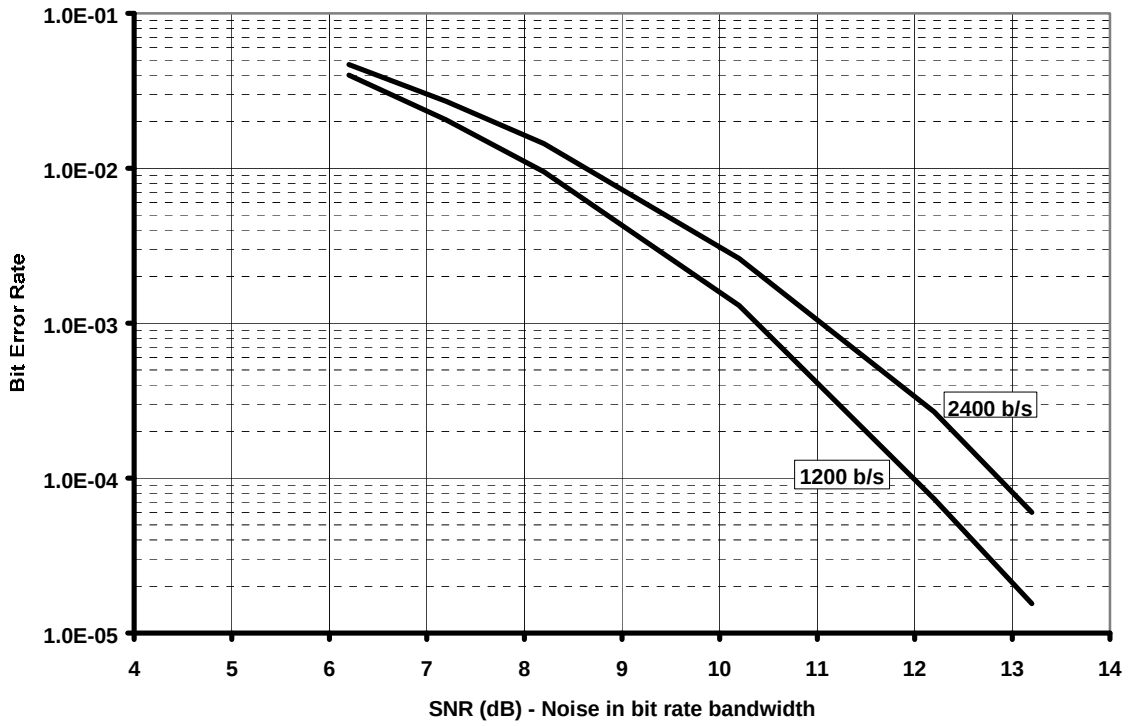

**Figure 15 Typical FFSK/MSK Bit Error Rate Graph**
54 $V_{DD}$ (A) = 3.0V, for a “101010101 ... 01” pattern measured at the input amplifier feedback pin (12). Signal level scales with $V_{DD}$ (A). See Figure 15 for variation of BER with SNR.